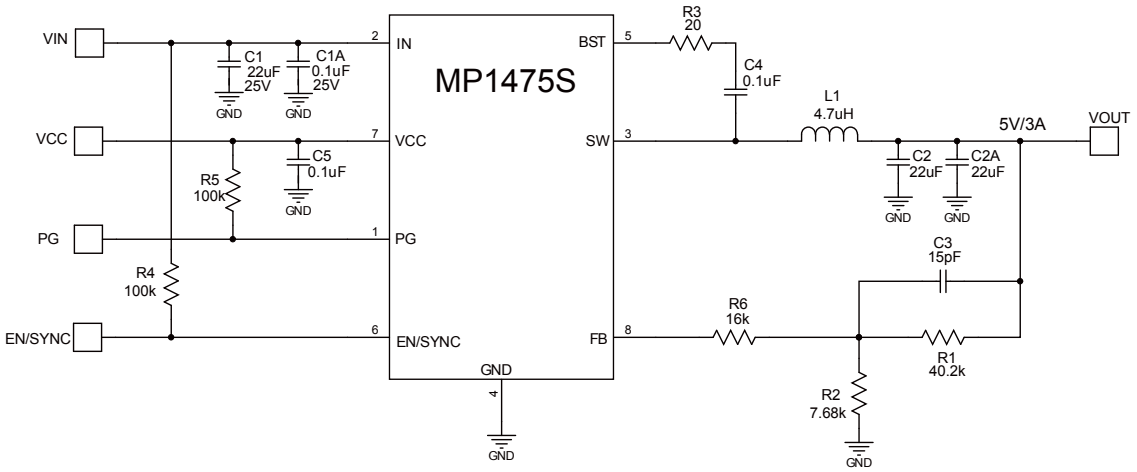

Figure 10. $12V_{IN}$, 5V/3A Output
9) The recommended layout is based on Figure 10 in the "Typical Application Circuits" section on page 17.